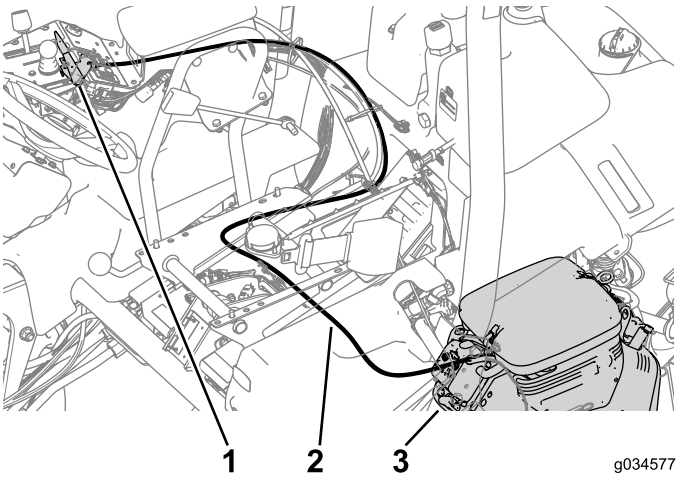

Figura 18
1. Enrute el cable del estárter nuevo siguiendo el enrutado original, y sujételo a la máquina con bridas (Figura 18).
2. Conecte el cable al control del acelerador del motor (Figura 18).